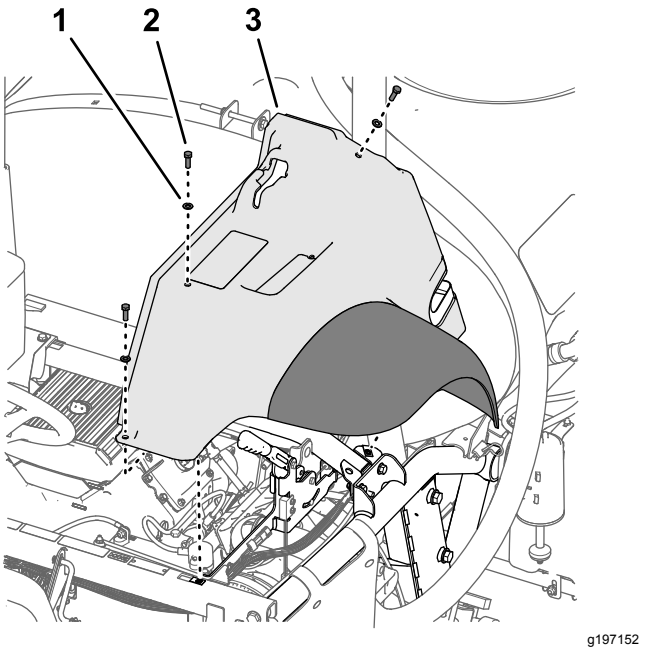

Figur 11
2. Afmonter de 3 bolte (5/16 x 1 tomme) og 3 spændeskiver (5/16 tomme), der fastgør skærmen til maskinens stel (Figur 11).